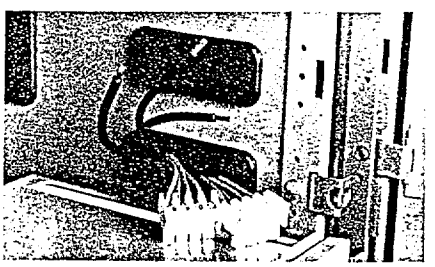

Figure 33: Power leads and top of terminal blocks fed through flap
6. Push the power leads and the top portion of the control pull-apart terminal blocks through the grommeted wiring port and into the vertical wire trough (figure 33).